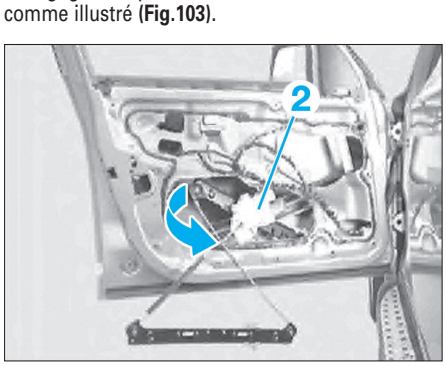

Fig. 103
• Dégager la partie arrière du mécanisme (2) comme illustré **(Fig.103)**.